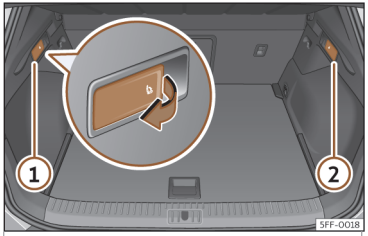

Fig. 109 En el maletero: palancas para desbloqueo del respaldo trasero.
- Tire de la palanca de desbloqueo a distancia de la parte izquierda ››› **fig. 109** ① o derecha ② del respaldo en el sentido de la flecha. La parte desbloqueada del respaldo trasero se abate automáticamente hacia delante.